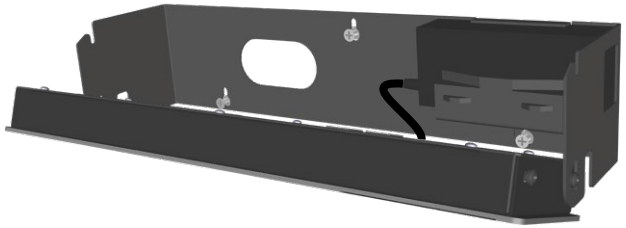

図 10　ユニットとウォールブラケットを取り付ける
6. ネジをプラスチック製アンカーに取り付け、ブラケットをネジの頭に引っ掛けられる程度の余裕を残しておきます（図 10）。ブラケットのキーホールにネジの頭がはまるように位置を合わせ、下方向にスライドさせてネジを固定します。その後、ネジを締めてブラケットを壁にしっかり固定してください。